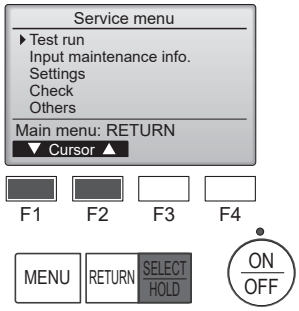

Fig. 7-1
① Dans le Menu SAV, sélectionnez "Test run" (Test fonctions) puis appuyez sur la touche [SELECT/HOLD]. (Fig. 7-1)